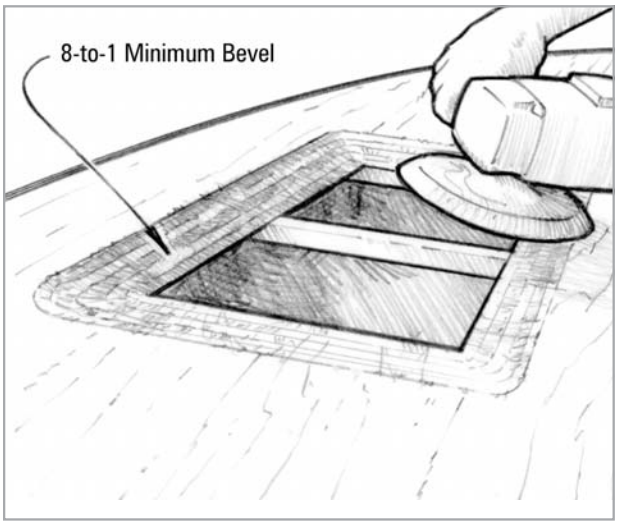

Figure 5-12 *Cut out the damaged area and grind a minimum 8-to-1 bevel on all sides of the opening.*
a. Grind a scarf on the edges with a disc sander *(Figure 5-12)*. Grind a minimum 8-to-1 bevel back from the edges of the opening. (If the panel plywood is ½" thick, the bevel should extend at least 4" from the edge of the hole on each side.)